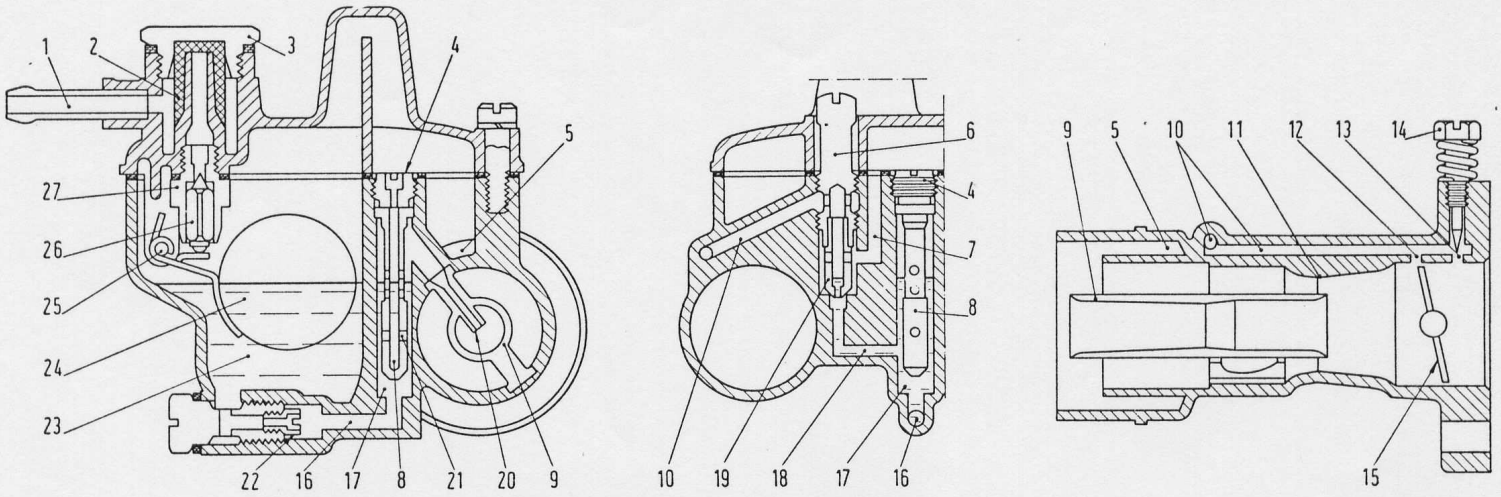

Abb. 29. - Schematische Schnitte des Weber-Vergasers 26 OC.
Beschreibung (Abb. 29).
Aus dem schematischen Schnitt der Abb. 29 ist ersichtlich, dass die von oben eintretende Verbrennungsluft zunächst durch den Nebenlufttrichter (9) strömt, wo sie sich mit dem durch das Austrittsrohr (20) abgesaugten Kraftstoff mischt, um dann nach dem Durchgang durch die Einschnürung des Lufttrichters (11) und die von der Drosselklappe (15) freigelassene Spalte in die Zylinder zu gelangen.